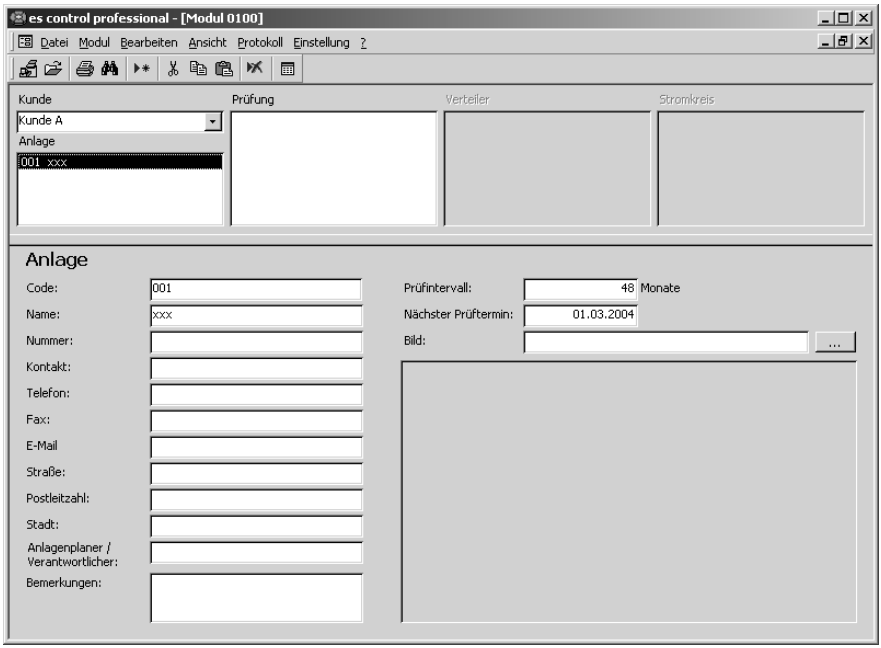

Bild 5.7 Datensatz für Anlage hinzufügen
- Legen Sie nun einen neuen Datensatz an. Benutzen Sie dazu den Menübefehl "Bearbeiten | Neuer Datensatz " oder verwenden Sie das Kontext-Menü, welches mit der rechten Maustaste aufgerufen wird. Es wird eine neue Anlage für den Kunden "Kunde A" angelegt. Der neue Datensatz für die Anlage wird dargestellt wie in Bild 5.7.